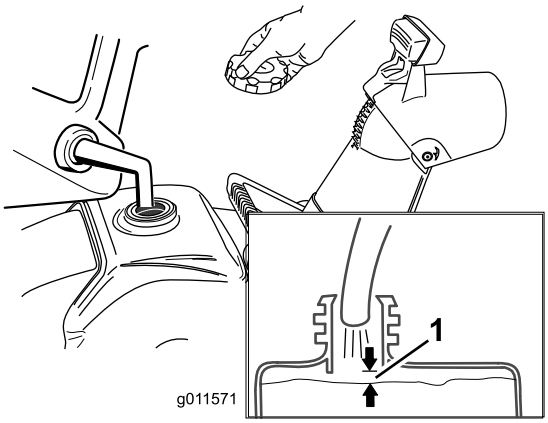

**Rysunek 12**
Uzupełniaj zbiornik świeżą benzyną bezołowiową o liczbie oktanów 87 lub podobnej, zakupioną na stacji renomowanego dostawcy paliw (Rysunek 12).
1. Uważaj, aby nie napełnić nadmiernie zbiornika paliwa (patrz Rysunek 12) i pewnie dokręć korek.